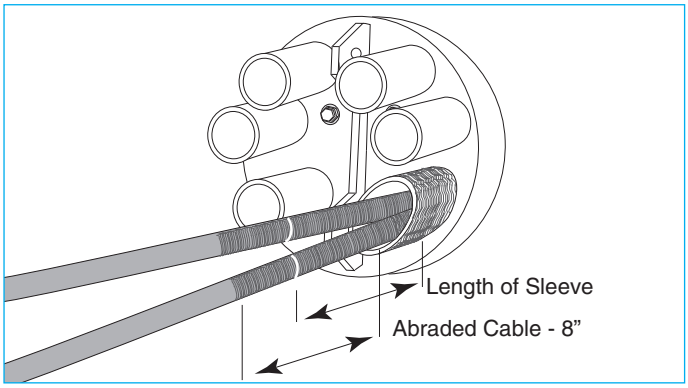

Figure 29.
9.4.1 Clean the port and 8" of cable sheath beyond the port edge with cleaning tissue. (Figure 29)